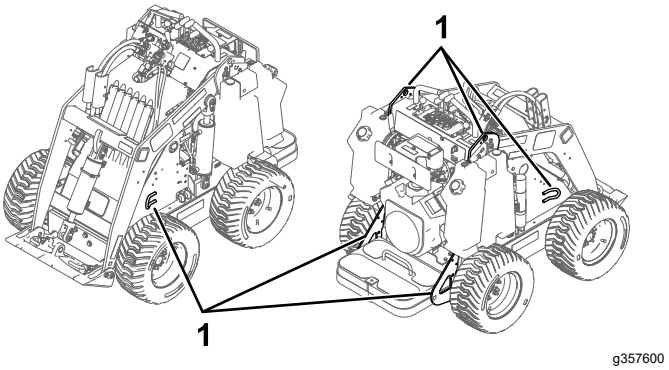

Rysunek 14
8. Zamocuj maszynę do przyczepy lub ciężarówki za pomocą pasów, łańcuchów lub lin, mocując je do metalowych uch na maszynie (Rysunek 14). Zastosuj się do obowiązujących przepisów określających wymogi dotyczące mocowania maszyny.
Maszynę można unieść za pomocą uch mocujących/do podnoszenia, stanowiących punkty podnoszenia, patrz Rysunek 14.